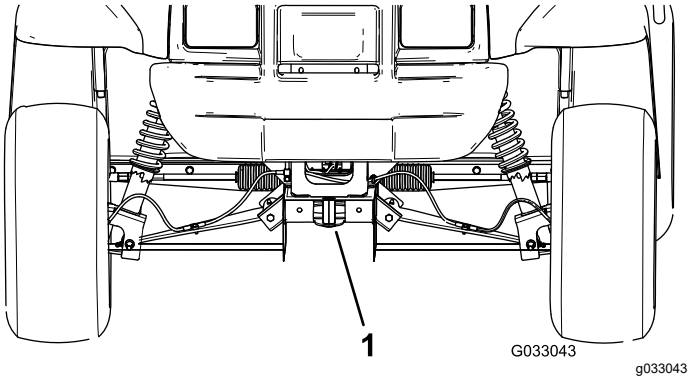
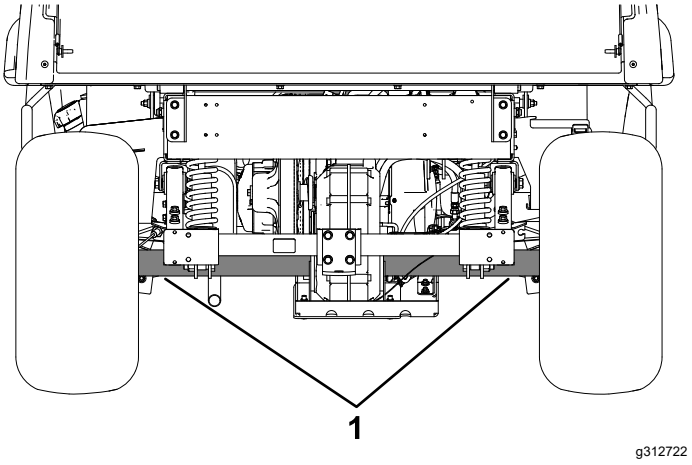

Figuur 17
Figuur 18
Zie Figuur 17 en Figuur 18 voor de plaats van de bevestigingspunten van de machine.
2. Maak een sleepkabel vast aan de sleeplip aan de voorkant van het frame van de machine (Figuur 17).